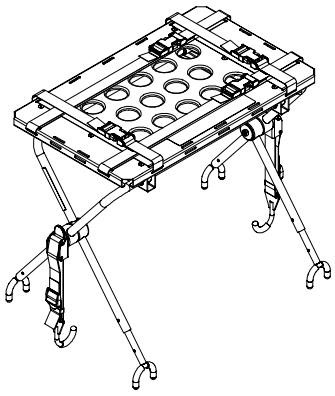

Figura 55
2. Abra y expanda las patas de la plataforma para desfibrilador según se muestra en la Figura 55.